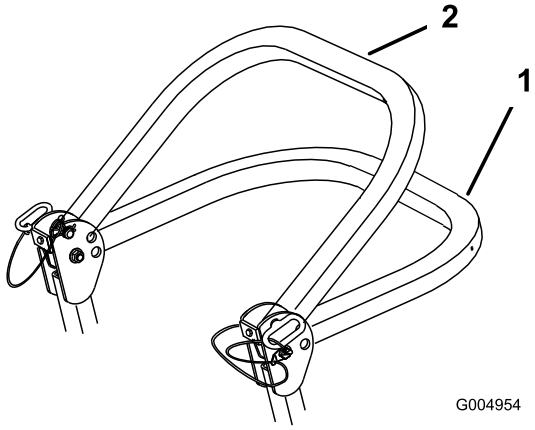

**Figuur 7**
2. Klap de rolbeugel omlaag. De rolbeugel kan in twee standen omlaag worden geklapt. Zie Figuur 7 voor deze standen.